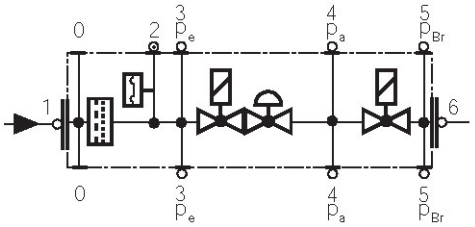

Fig. 36
- Pulire o sostituire il filtro se la differenza di pressione fra i punti 1 e 3 (Fig. 36) è $\Delta p > 10$ mbar.
- Pulire o sostituire il filtro se la differenza di pressione fra i punti 1 e 3 (Fig. 36) risulta raddoppiata dall'ultimo controllo.